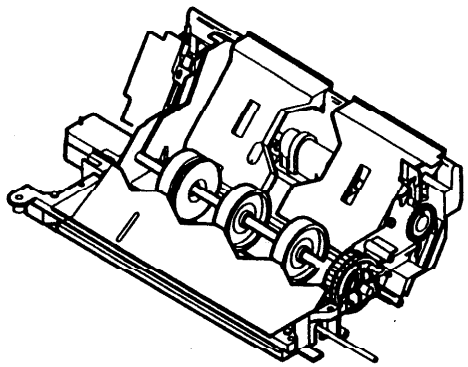
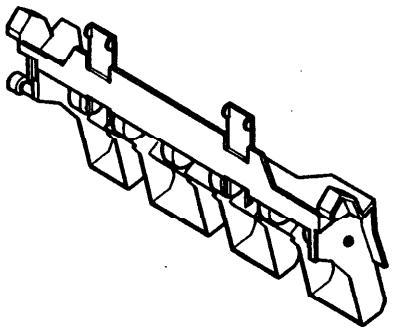

Рисунок 8 Ролики подачи бумаги
Рисунок 9 Узел направляющей подачи бумаги и прижимные ролики подачи бумаги
- прижимные ролики подачи бумаги (рис. 9)
5. Очистите ролики подачи бумаги (рис. 8), узел направляющей бумаги и прижимные ролики подачи бумаги (рис. 9) с помощью мягкой тряпочки, смоченной в воде.